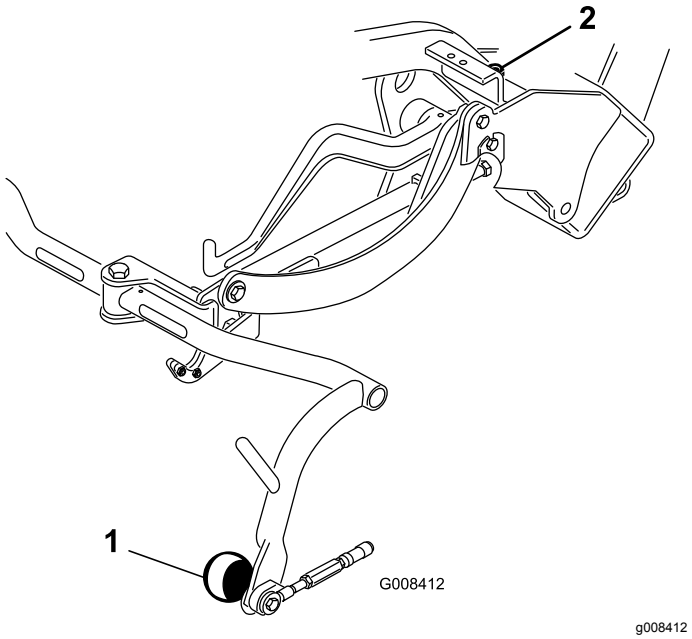

Figur 9
4. Hvis det er nødvendig å justere klaringen, løsner du låsemutteren på stoppeskruen på bærerammen (Figur 9), og roterer skruen opp eller ned for å heve eller senke rammen. Trekk til låsemutteren for å sikre justeringen.